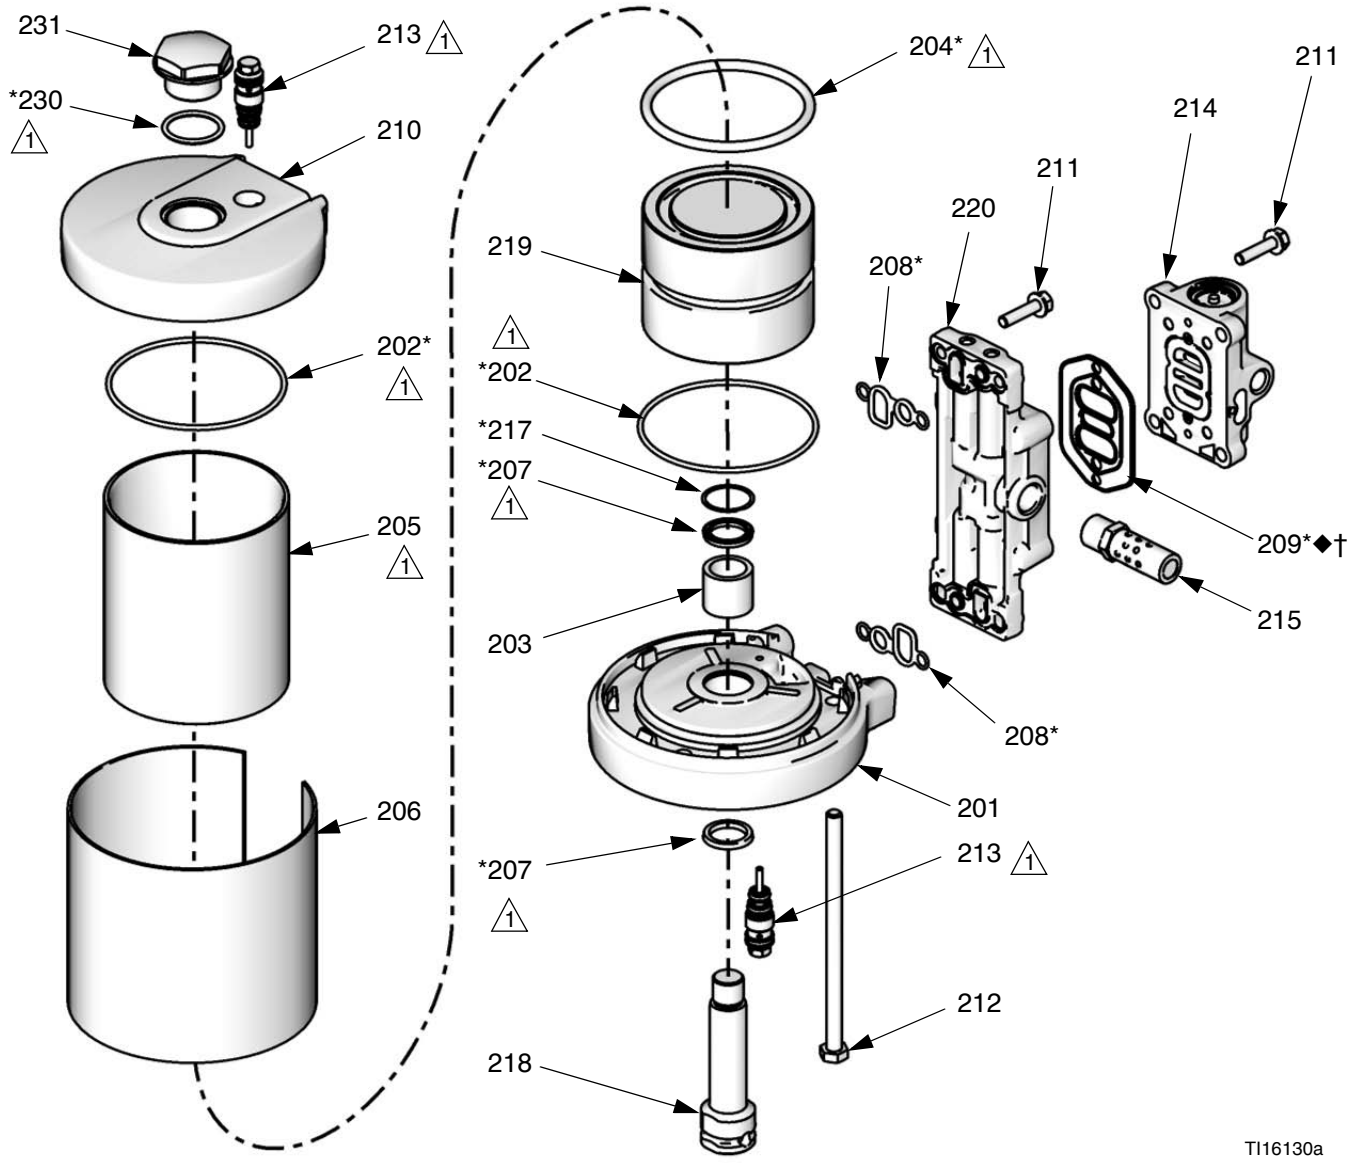

Рис. 14. Узел пневматического двигателя
3. См. Рис. 14 на стр. 23. Раскрутите и извлеките четыре винта (211). Извлеките воздушный клапан (214) и уплотнение (209*◆).
5. Установите на коллектор уплотнение (209*◆) нового воздушного клапана и прикрепите сам воздушный клапан (214). Затяните винты (211) с усилием 95—105 дюймо-фунтов (11—12 Н•м).
4. См. Рис. 14 на стр. 23. Снимите старые управляющие клапаны (213) с верхней и нижней крышек с помощью гаечного ключа размером 10 мм.
5. Нанесите смазку на новые управляющие клапаны (213) и установите их на место. Затягивать следует с усилием 95—105 дюймо-фунтов (11—12 Н•м).
1. См. Рис. 14. Раскрутите и извлеките четыре винта (211) с помощью торцового ключа размером 10 мм. Извлеките воздушный клапан (214) и уплотнение (209*◆†).
2. Раскрутите и извлеките четыре винта (211) и снимите коллектор (220) и два уплотнения (208*).
3. Снимите управляющие клапаны (213) с верхней и нижней крышек с помощью торцового ключа размером 10 мм.
4. Раскрутите и извлеките стяжные болты (212) с помощью торцового ключа размером 13 мм.
5. Снимите верхнюю крышку (210). Снимите уплотнительное кольцо (202*). *Если в системе используется двигатель 3,5 дюйма,* снимите заглушку (231) и уплотнительное кольцо (230*).
6. Удалите защитный экран (206) и цилиндр (205).
8. Зажмите поршень (219) в тисках с губками из мягкого металла. Извлеките из поршня шток (218) и нижнюю крышку в сборе (201) с помощью гаечного ключа, которым следует раскрутить прижимные пластины на штоке.
10. Извлеките из нижней крышки фиксирующее кольцо (217), П-образные уплотнительные кольца (207*) и уплотнительное кольцо (202*).